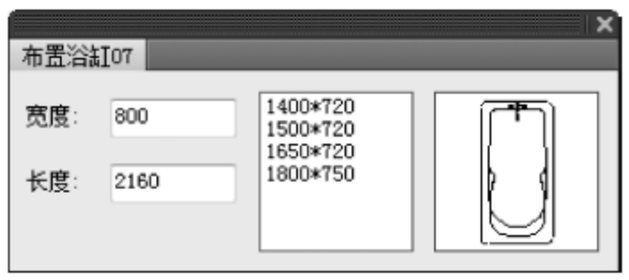

图 18-42　“布置浴缸 07”对话框
(2) 双击所选择的洁具，显示“布置浴缸 07”对话框，如图 18-42 所示。在对话框中填入相应的数据。